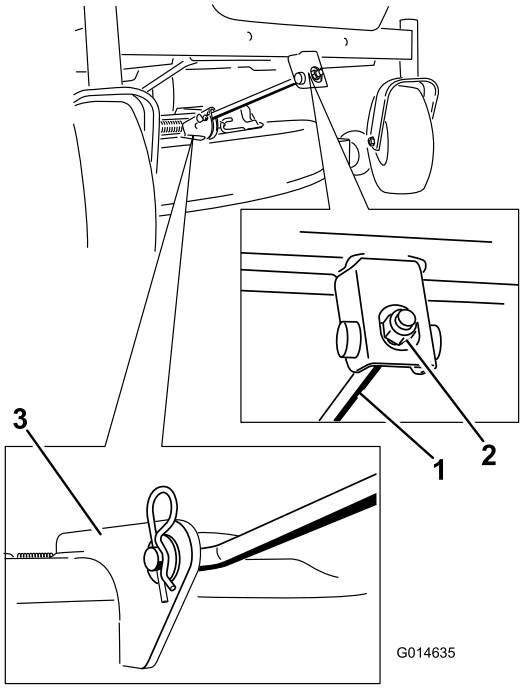

Figure 65
4. Remove the hairpin cotter from the front support rod and remove the rod from the deck bracket (Figure 65). Carefully lower the front of the mower deck to the ground.
6. Attach the front support rod to the mower deck with the clevis pin and hairpin cotter (Figure 65).